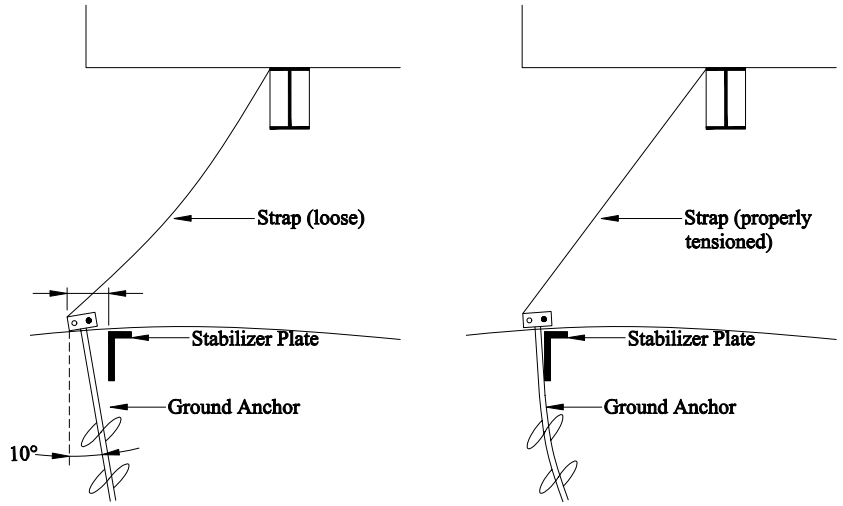

Figure 57. *Determining anchor and stabilizer plate location*
Stabilizer plate configurations (**Figure 57**) are suitable for homes in all wind zones. Anchors may be installed after the home is set. A stabilizer device, typically an ABS or metal plate, is used to prevent the top of the anchor from slicing through the soil when the load is applied. Stabilizer plates are available in a variety of widths. Choose the widest plate that can be driven into the soil to maximize resistance to movement. The LAHJ may have stabilizer plate requirements.
1. **Measure**. To determine the stabilizer plate location, measure from the top of the I-beam to the ground directly under it and then use the same measurement directly away from that point under the beam (**Figure 57**). The anchor and plate must be under the home, but within six inches of the exterior wall for a near beam set and ten inches minimum from the exterior wall for a far beam set. Be careful not to place in a location that will interfere with skirting.